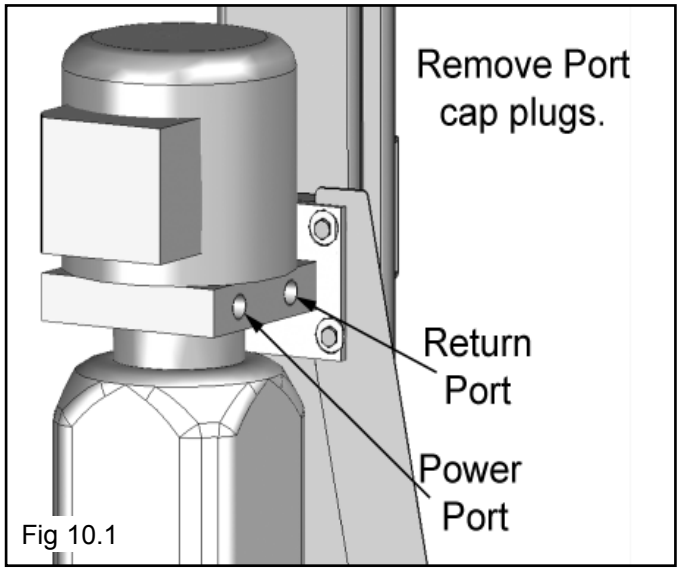

Fig 10.1
1. Install the 90-degree hydraulic fitting to the POWER PORT and the 90* Air Fitting to the RETURN PORT of the Power unit and connect the Hydraulic Hoses as described below. It will be necessary to remove the shipping plugs from both ports prior to installing the Fittings. (See Fig. 10.1 - 10.2)